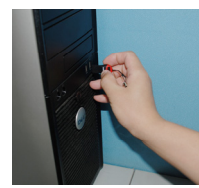

Fig. 5
c) Connect the card reader to the USB port of the computer. See Fig. 5.